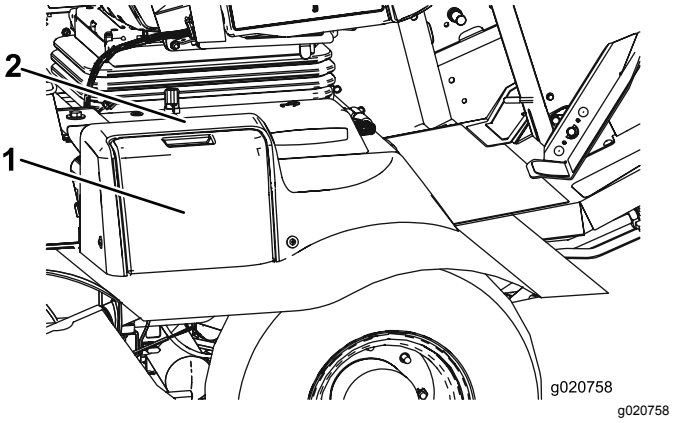

Figur 80
1. Öppna batterikåpan på sidan av höljet (Figur 80).
Obs: Tryck ned den plana ytan ovanför batterikåpan för att göra det enklare att ta bort kåpan (Figur 80).